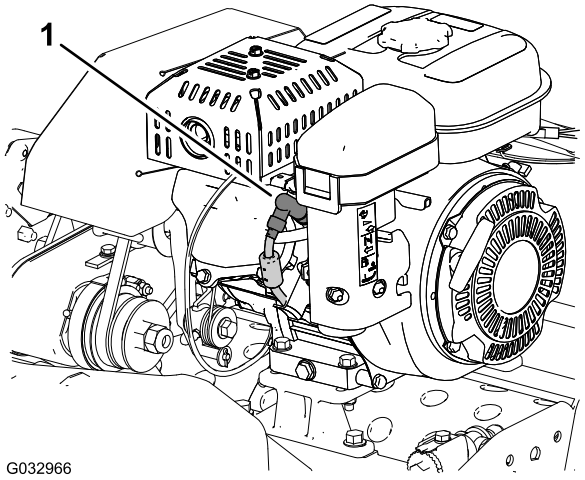

Figur 1
4. Fjern tændrørskablet fra tændrørets klemme (Figur 1).